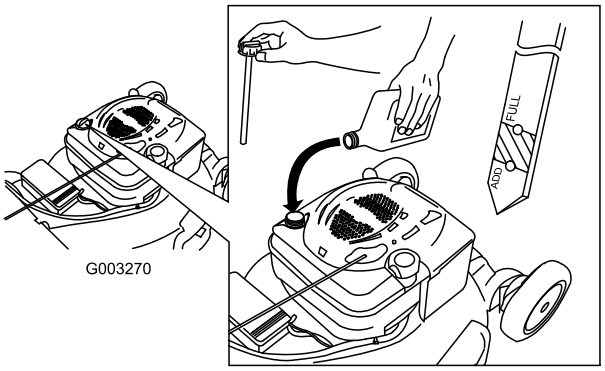

Figur 7
1. Tag målepinden ud (Figur 7).
2. Hæld **langsomt** olie i oliepåfyldningsrøret, indtil oliestanden når op til linjen Full (fuld) på målepinden (Figur 7). **Fyld ikke for meget på.** (Påfyld maks.: 0,59 l, type: SAE 30W selvrensende olie med API-serviceklassifikation SF, SG, SH, SJ, SL eller højere.)